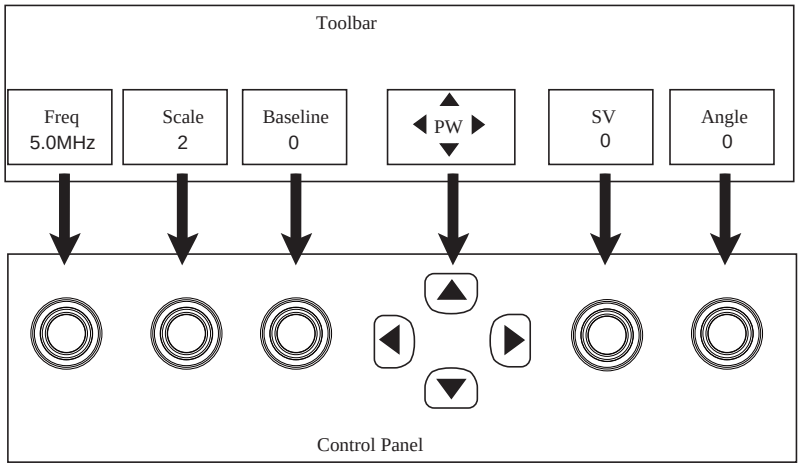

Figure 6-10 Parameters Adjustment in the PW Mode
- Or, select the PW/CW mode parameter in the toolbar at the bottom of the screen, as shown in Figure 6-10. This method is taken as example in this section to introduce the steps of optimizing the PW/CW mode image. The main steps are as follows.